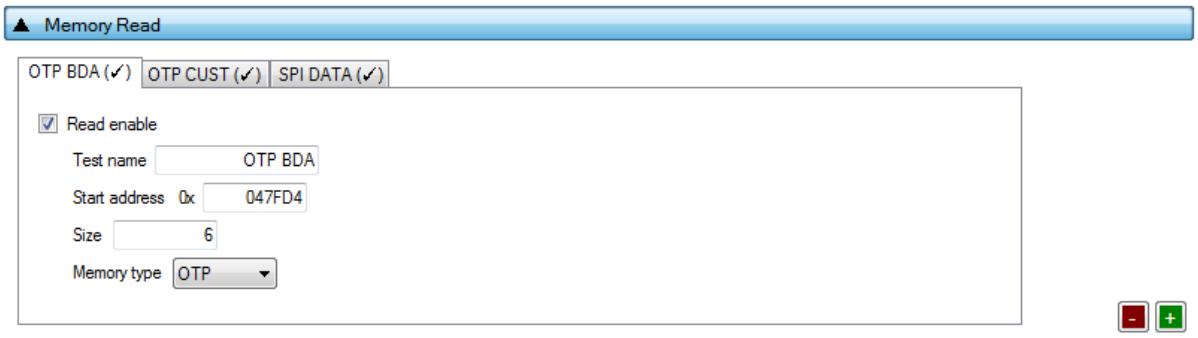

**Figure 74: Memory Read Test - DA14531**
*Memory Read Tests* can have multiple instances with different settings. Tests can be added or removed using the two buttons (e.g. - and + in Figure 74) at the bottom right side of each panel.